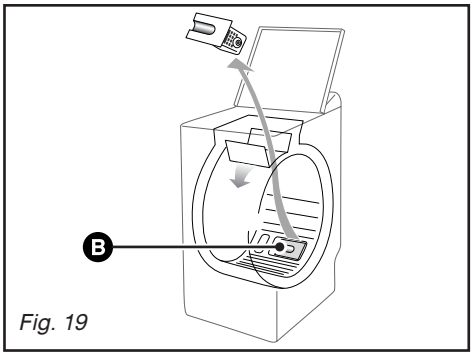

Fig. 19
– tournez légèrement le tambour, portillons ouverts, vers l'avant de la machine *(Fig. 19)*
– retirez-le de son logement *(Fig. 19)*